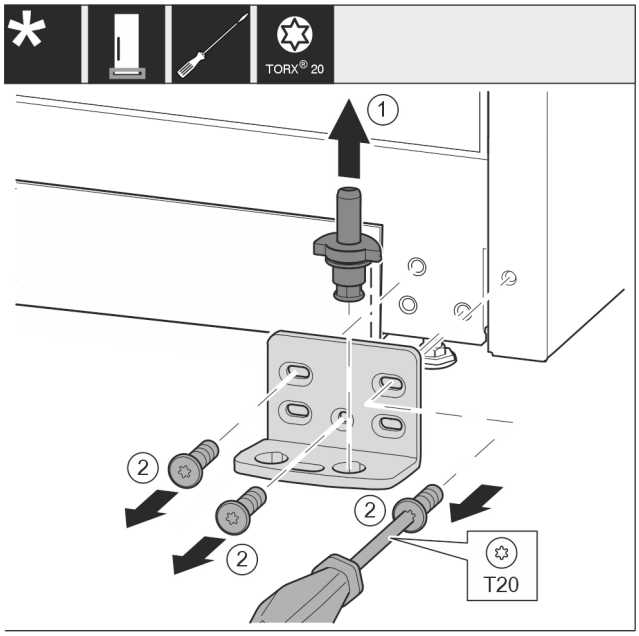

Fig. 29
- ▶ Pilnīgi izvelciet ārā uz augšu gultņa tapu *Fig. 29 (1)*.
- ▶ Ar skrūvgriezi izskrūvējiet skrūves *Fig. 29 (2)* un noņemiet gultņa balstu.